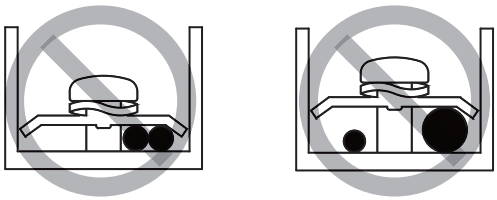

Rys. 7.2
- Nie podłączać dwóch przewodów zasilających o różnych średnicach do tego samego zacisku zasilania. W przeciwnym razie przewody mogą się przegrzać z powodu luźnego okablowania (patrz rysunek 7.2).